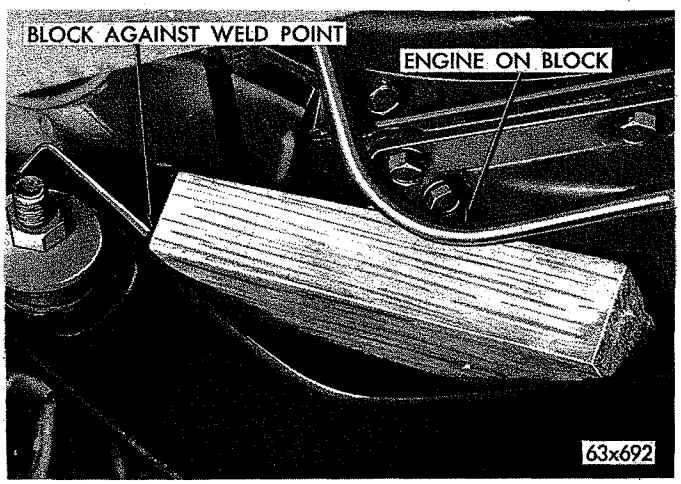
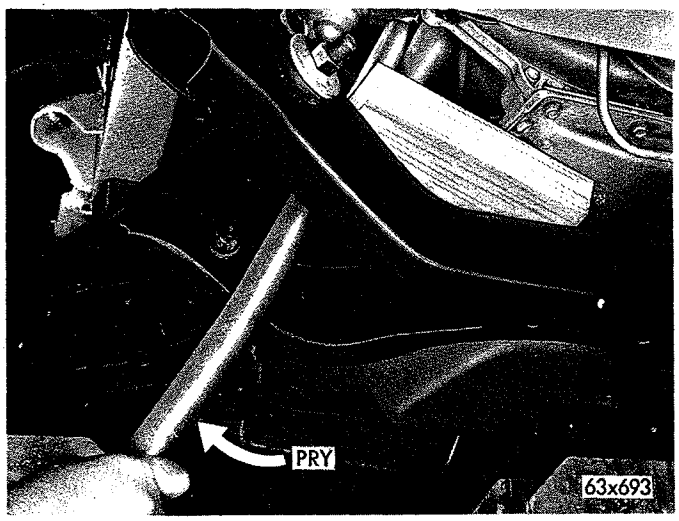

Fig. 48—Positioning Block
Fig. 49—Moving Engine
(2) Disconnect fuel line at fuel pump inlet.
(3) Disconnect throttle linkage at carburetor and lay it over the engine.
(4) With vehicle on a hoist, support front of engine with a jack stand placed under the right front corner of engine oil pan. **(Do not support the engine at the crankshaft pulley or vibration damper.)** Remove front engine mounts.
(5) Cut a piece of wood 2x4, eight inches long.
(6) Raise front of engine just high enough to insert the piece of 2x4 between front rail of "K" member and right front lower portion of engine oil pan. Position the block, as shown in Figure 48 so one end is against the edge of right front engine mount support where it is welded to "K" member.
(7) Lower front of engine so it rests on the 2x4 block near the right front corner of oil pan.
(8) Exert a light pressure, with a pry bar, against right side of the engine (Fig. 49).